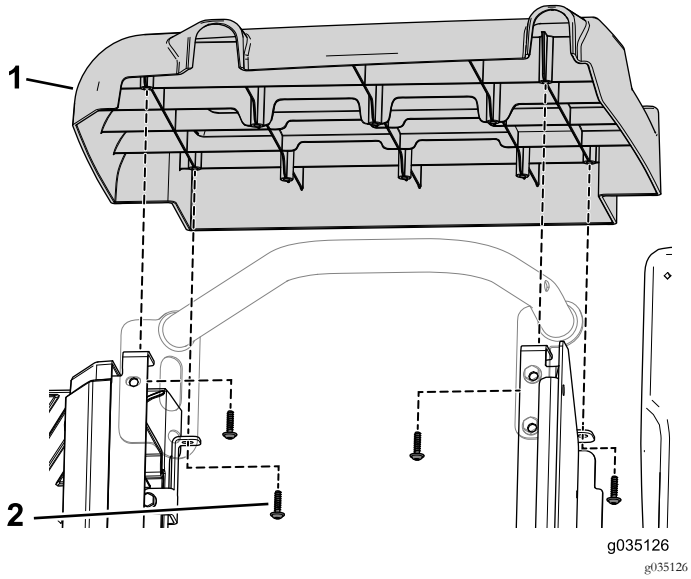

Figur 54
3. Fjern de fire selvgjengende skruene som fester det høyre sidedekselet til maskinen (Figur 54).